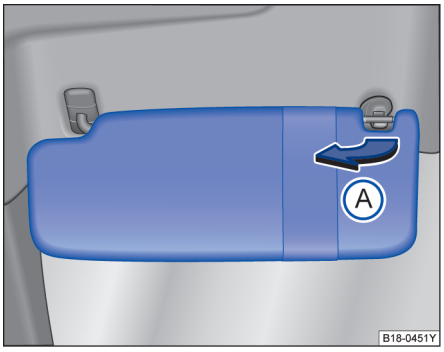

图 71 遮阳板
- 用一只手按压旋转轴的一端，用另一只手的拇指按压卡扣的上端，并用其它的手指将遮阳板倾斜上抬，并缓缓取出，否则容易造成上方固定点的损坏 ⇒图 71Ⓐ。